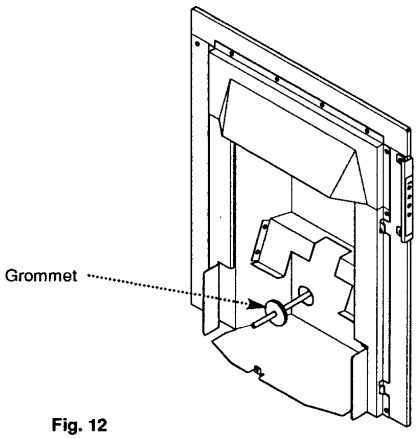

Fig. 12
2. When running the gas supply from the rear it is necessary to remove the grommet from the large hole in the fire back panel, left hand side. The grommet must be cut in order to accommodate the gas pipe and replaced back in position (Fig. 12).